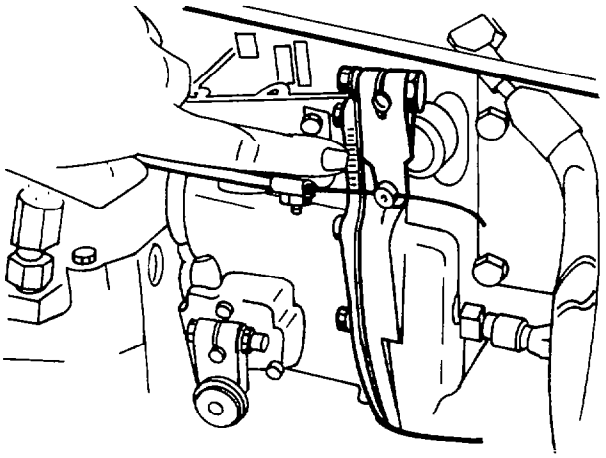

Fig. 125 — "K" Dimension Stamped on Governor Housing
q. Re-stamp the "K" dimension on the governor housing if necessary. Fig. 125 shows the location of the "K" dimension.